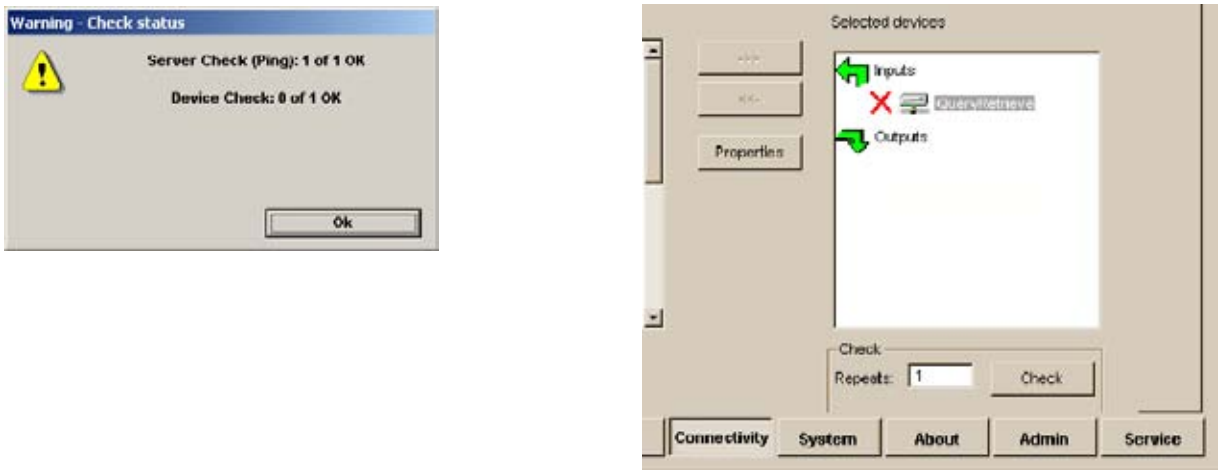

Figure 3-113 Test (Check) Failed
- If the test fail, a pop-up warning is displayed, see left illustration in Figure 3-113.